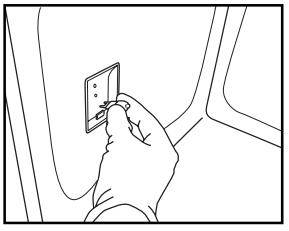

Рис. 8
4. Замените лампочку (тип новой лампочки указан в примечании ниже) (Рис. 8).